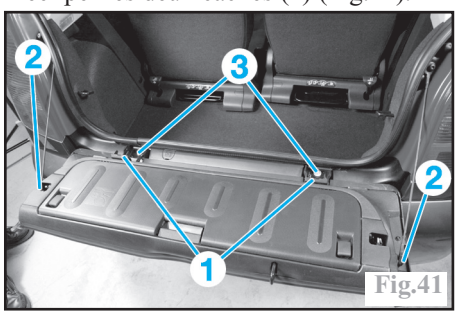

Fig.41
Décliper les deux caches (1) (Fig.41).